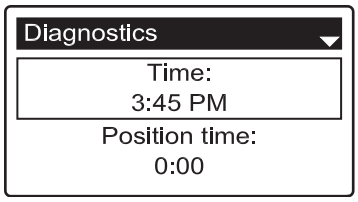

FIG. 78
8. Press the SELECT (○) button to display the Diagnostics menu (See Figure 78).